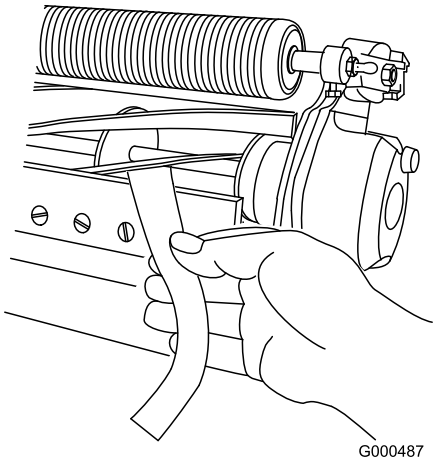

Figur 10
cylinderen (Figur 10). Drej bundtværstangens justeringsskrue med uret, mens du langsomt drejer knivcylinderen fremad (i samme ende af cylinderen, ét klik ad gangen, indtil papiret klemmes let, når det sættes ind fra forsiden, parallelt med bundkniven). Der mærkes et let slæb, når der trækkes i papiret.
5. Når justeringen er udført, skal du kontrollere, at knivcylinderen kan klemme papir fast, når det indsættes forfra, og at den kan klippe papir over, når det indsættes i en ret vinkel i forhold til bundkniven (Figur 10). Det bør være muligt at klippe papir over med et minimum af kontakt mellem bundkniven og cylinderknivene. Hvis knivcylinderens modstand er for stor, er det enten nødvendigt at baglappe eller slibe klippeenheden igen for at opnå de skarpe kanter, der er nødvendige til præcisionsklipning (se Toro-manualen om slibning af knivcylinderen).